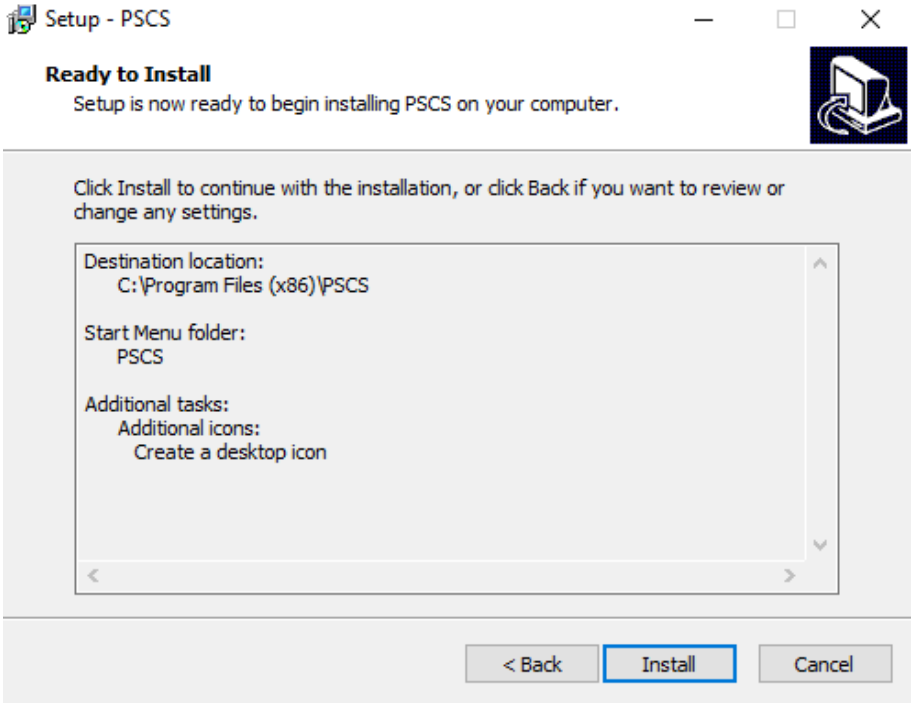

Figure 7.8
8. Click "Install" to begin installation. **Figure 7.8**